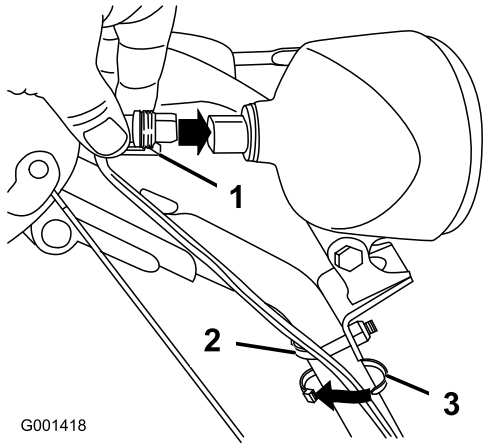

**Figure 17**
1. Insert the wire connector on the loose end of the wire straight into the back of the headlight until it is securely in place (Figure 17).
**Note:** Ensure that the plastic clip on the wire connector is on the bottom (Figure 17).
2. Secure a cable tie (from the loose parts bag) around the wire and the handle about an inch (2.5 cm) below the U-bolt (Figure 17).